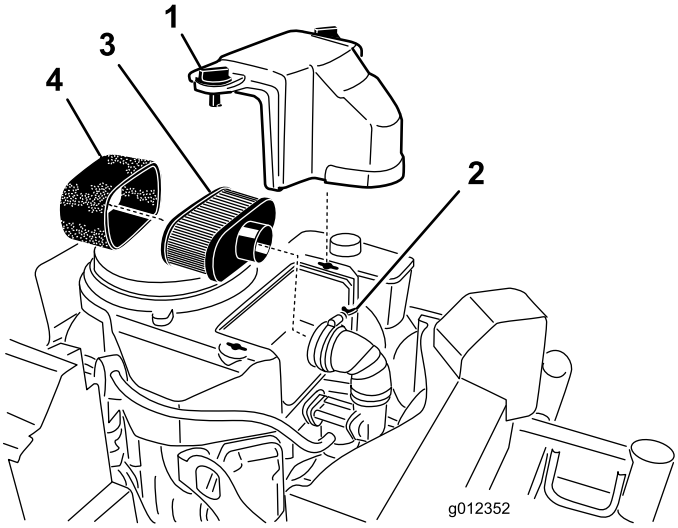

Figura 21
3. Limpie alrededor del limpiador de aire de forma que la suciedad no penetre en el motor y cause daños (Figura 21).
4. Desenrosque los pomos de la tapa y retire la tapa del limpiador de aire (Figura 21).
5. Desenrosque la abrazadera y retire el conjunto del limpiador de aire (Figura 21).
6. Retire cuidadosamente el filtro de gomaespuma del filtro de papel (Figura 21).
1. No limpie el filtro de papel. Cámbielo (Figura 21).
1. Deslice cuidadosamente el filtro de gomaespuma sobre el filtro de papel (Figura 21).
2. Coloque el conjunto del limpiador de aire sobre la base del limpiador de aire y fíjelo con 2 tuercas de orejeta (Figura 21).
3. Coloque en su posición la cubierta del limpiador de aire y apriete el pomo de la cubierta (Figura 21).